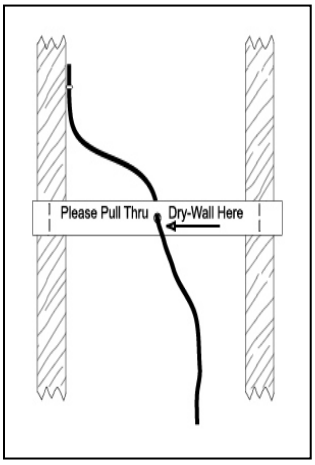

Figure 3
3. If pre-wiring without using the On-Q Pre-Construction Speaker Brackets, leave 4 to 6 feet of wire at the speakers intended location. Use a strip of cardboard stapled to the joints/studs with a hole through it as a wire place holder for the drywall installers if installation of the speakers is intended (***see Figure 3***).